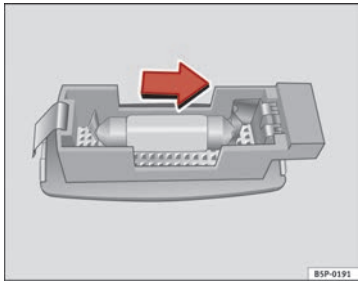

Fig. 195 Removing sun visor light
– Carefully remove the lamp, using the flat side of the screwdriver, as shown in the figure ⇒ Fig. 195.
– Remove the bulb, moving it in the direction of the arrow and outwards ⇒ Fig. 195. ■